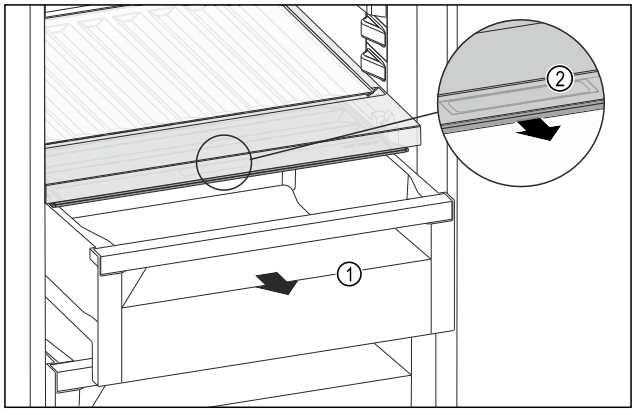

Fig. 197
▶ Estrarre il cassetto *Fig. 197 (1)*.
▶ Afferrare la maniglia incassata *Fig. 197 (2)* sul coperchio dello scomparto e tirare allo stesso tempo in avanti il coperchio dello scomparto.